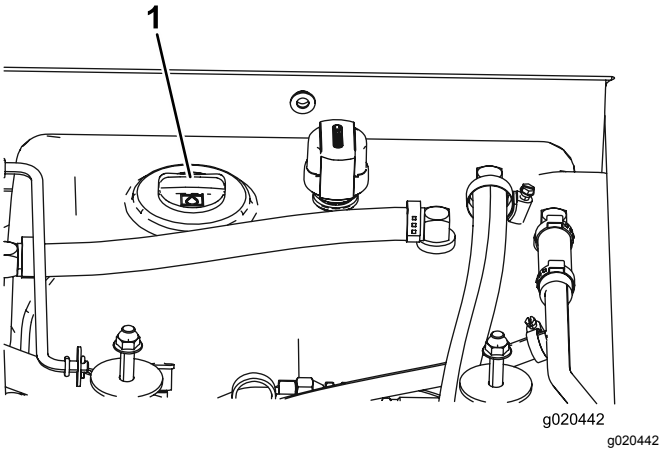

Figur 14
3. Rengjør rundt påfyllingshalsen og lokket på hydraulikkoljetanken (Figur 14). Ta lokket av påfyllingshalsen.